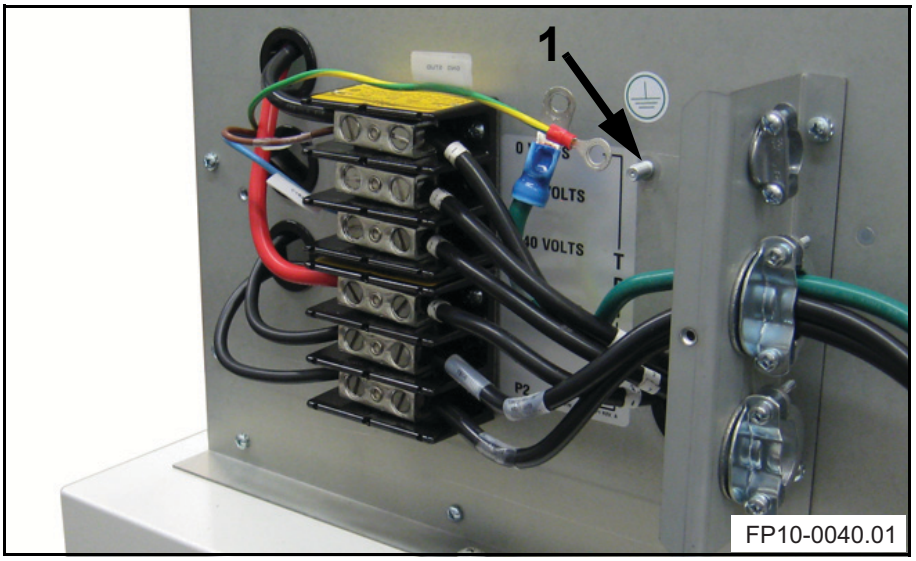

Figure 2-2. Terminal TB1 and ground stud on the back of the generator power module.
3. Unscrew and retain the ground point (1 in Figure 2-2) nut and temporarily disconnect the already connected ground wires as shown below.